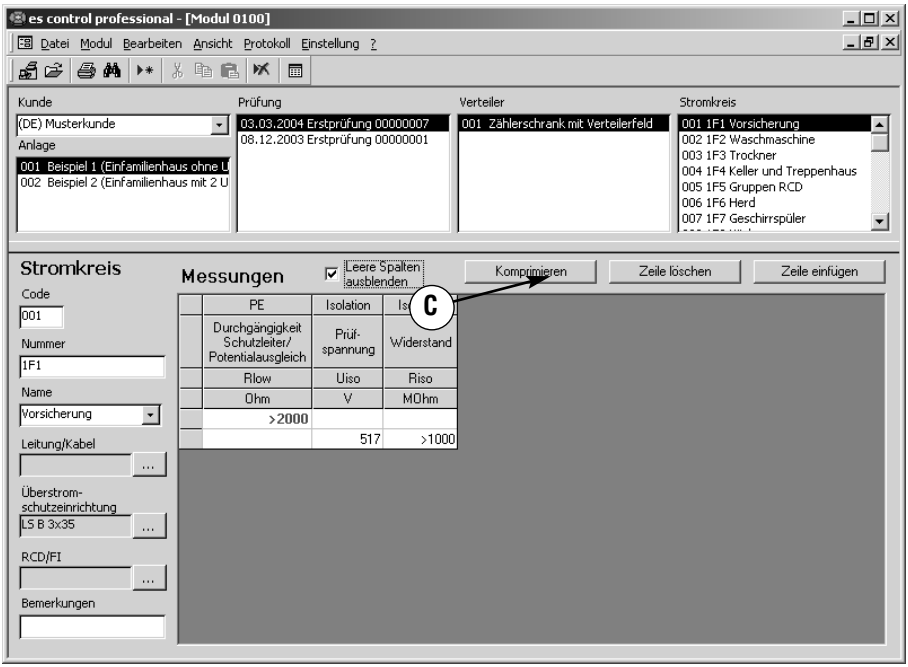

Bild 7.37: Fenster "Ansicht | Stromkreis " mit komprimierten Messungen
- Durch Doppelklick auf die Felder in der Spalte "**Platz Nr.:**" (A) kann man für jeden Messwert eine zusätzliche Bezeichnung für eine Platznummer (z.B.: Steckdosen-Nr.) vergeben.
- Um leere Spalten auszublenden, können Sie auf das Markierfeld 'Leere Spalten ausblenden' (B) klicken, die eingelesenen Messergebnisse werden wie in Bild 7.37 dargestellt.